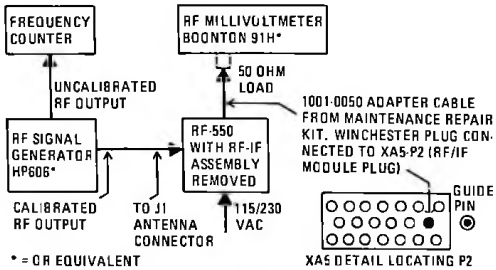

Figure 2. Test Setup for Assembly A2A4
b. Set up equipment as shown in figure 2.